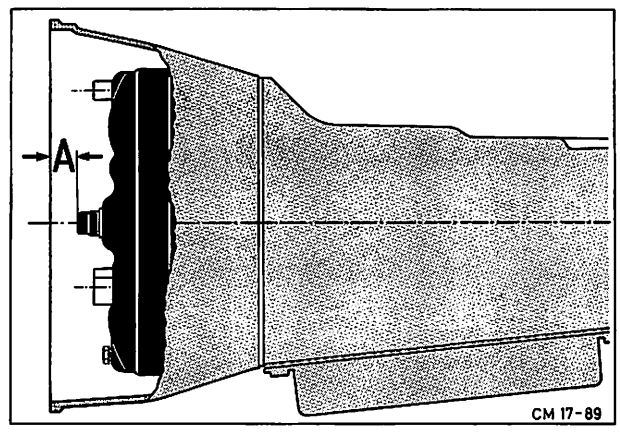

Abb. 26 Wandler – Einbaumaß „A"
b) Ist die Wandlernabe mit dem treibenden Zahnrad der Ölpumpe voll im Eingriff, beträgt der Abstand „A" zwischen dem Flansch des Wandlergehäuses und der Stirnfläche des Zentrierzapfens **min. 10 mm (für Escort min. 25 mm),** Abb. 26. **Bei nicht vorschriftsmäßiger Wandlermontage kommt es zu Beschädigungen an Getriebe und Schwungrad.**